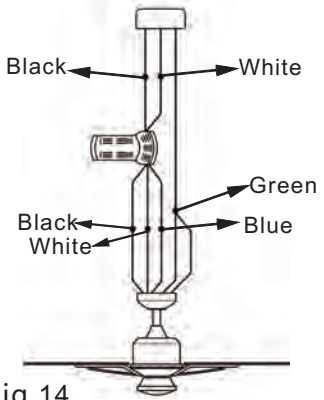

Fig.14
Paso 3. Alinee el agujero circular de la cubierta con el otro orificio en el soporte colgante, asegure apretando los dos tornillos de fijación.(Fig. 14)